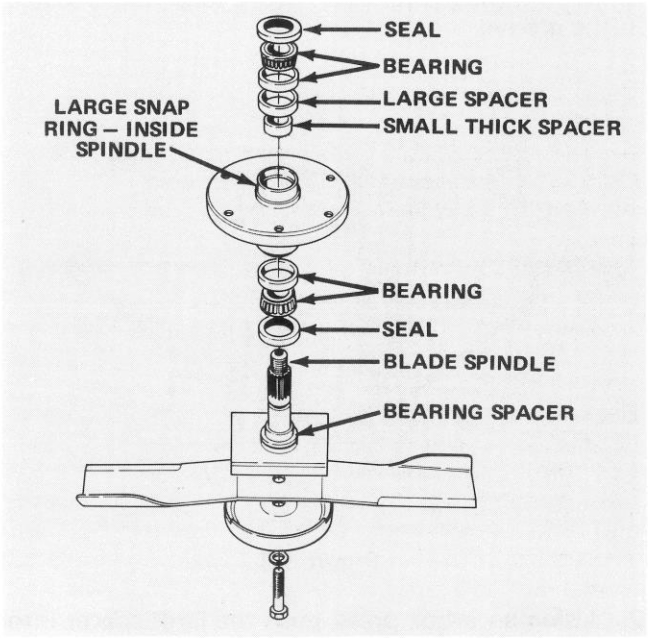
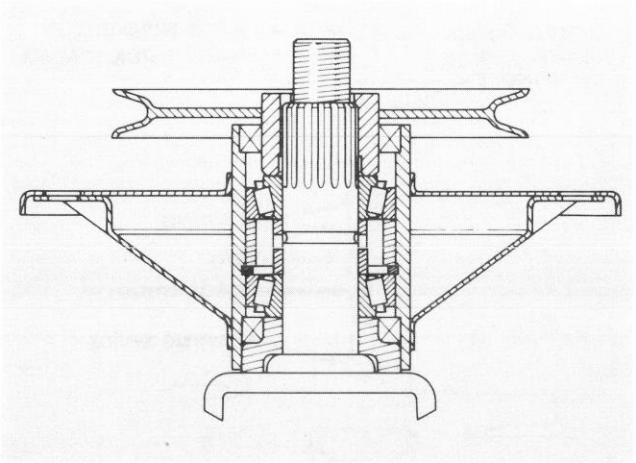
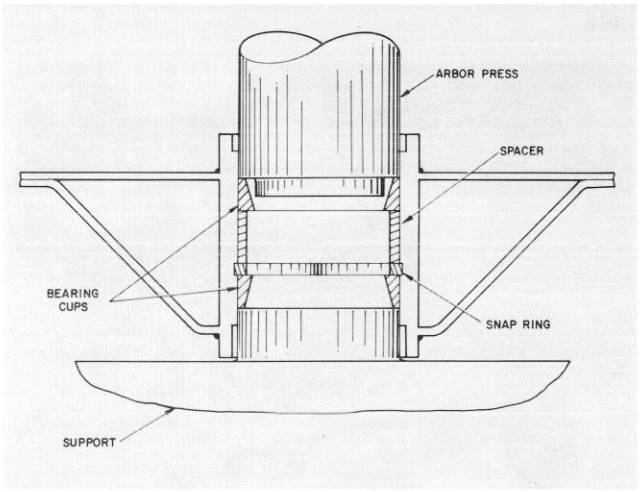

Figure 49
Figure 50
Figure 51
7. If spindle shaft will be replaced, remove bladebolt, lockwasher, anti-scalp cup and blade from spindle shaft (Fig. 49). Otherwise, the blade and its other associated parts may be left on the spindle shaft.
8. Press spindle shaft out of spindle housing (Fig. 49), using an arbor press. Bearing spacer (Fig. 49) remains on spindle shaft as shaft is being removed.
9. The seals (Fig. 49) will be removed next; however, notice the lip of the seal. The lip of the upper seal faces inward, and the lip of the lower seal faces outward. Therefore, new seals must always be installed with the lip facing in the proper direction. Now remove seals from spindle housing.
10. Allow bearings and small thick spacer to fall out of spindle housing (Fig. 49).
11. Using a punch and hammer, drive both bearing cups (Fig. 49) out of spindle housing. Also drive large spacer (Fig. 49) out of housing.
1. Install large snap ring into groove in bore of spindle housing (Fig. 50). Assure snap ring is seated in the groove.
2. Using an arbor press, push the large spacer into top of spindle housing and tightly against the snap ring (Fig. 49). Spacer must contact snap ring to be sure of correct assembly of parts (Fig. 50).
3. Thoroughly oil cups and using an arbor press, push bearing cups – smallest ID first – into top and bottom of spindle housing (Fig. 49). Top bearing cup must contact spacer that was installed in step 2, and bottom bearing cup must contact snap ring to be sure of correct assembly of parts (Fig. 50). Insure assembly is correct by supporting the first cup and pressing the second against it (Fig. 51).
4. Apply a film of grease on lip of both seals; then install bearing and seal into bottom of spindle housing (Fig. 50). Remember though, the bottom seal must have the lip facing outward (Fig. 49) not toward inside of spindle housing.
5. Slide small, thick spacer into spindle housing (Fig. 49). Then, install bearing and seal into top of spindle housing. Lip of the seal must face outward.
7. Slide bearing spacer onto spindle shaft. Carefully slide spindle shaft through spindle housing. Bottom seal and bearing spacer fit together when spindle is installed (Fig. 50).